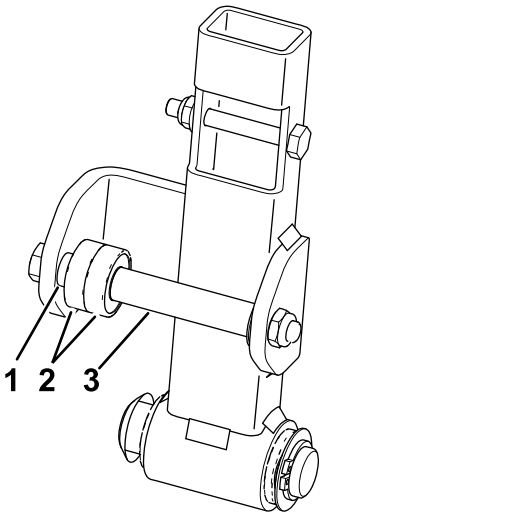

Рисунок 3
6. Снимите установленные подшипники и проставки с рычага нейтрального положения (Рисунок 3).
7. Установите новые подшипники и проставки (Рисунок 3).